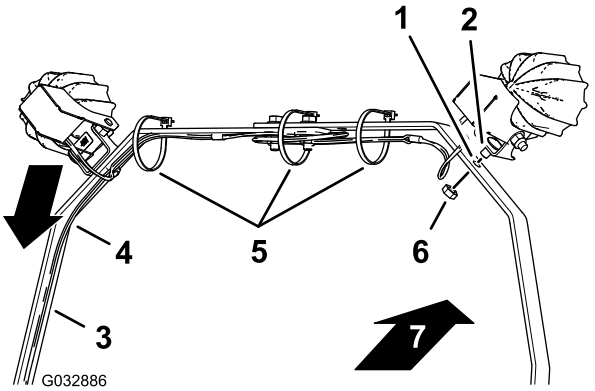

Рисунок 12
1. Расположите крепежные приспособления так, чтобы линзы осветительных приборов были направлены в сторону передней части машины (Рисунок 12).
2. Проложите жгут проводов вдоль левой планки штанги освещения, как показано на Рисунок 12.
3. Совместите короткий каретный болт, вставленный в монтажный кронштейн для светодиодного осветительного прибора, с отверстием в планке штанги освещения (Рисунок 12).
4. Прикрепите светодиодный осветительный прибор с помощью короткого каретного болта и гайки к планке штанги освещения (Рисунок 12).
7. Прикрепите жгут проводов к планкам штанги освещения с помощью кабельных стяжек, как показано на Рисунок 12.